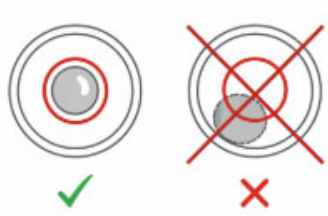

Abb.2
- Entfernen Sie dazu die Waagenhaube (1).
- Drehen Sie die höhenverstellbaren Stellfüße (3) auf die richtige Höhe, bis die Luftblase der Libelle im inneren Kreis liegt (Abb.2).
- Verbinden Sie das aus der Waagenplattform herrausgeführte Kabel (2) der Wägezelle mit der Waagenanzeige.